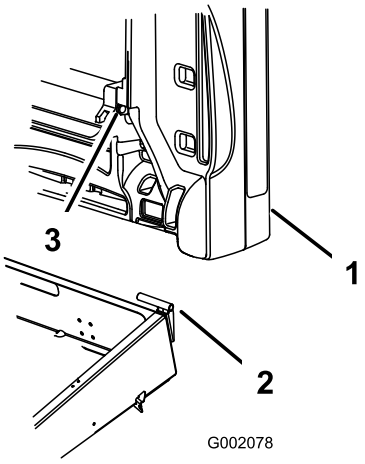

Figur 9
3. Skub ladets monteringshul henover aksebeslaget (Figur 9).